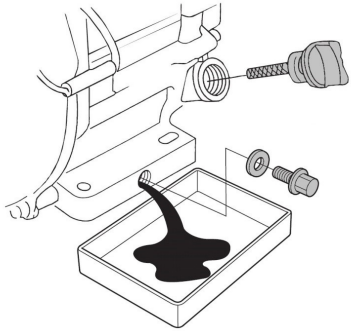

**Рис. 24 Замена масла в двигателе**
6. Открутите пробку для слива масла и слейте отработанное масло в подготовленную для этого емкость (Рис. 24).